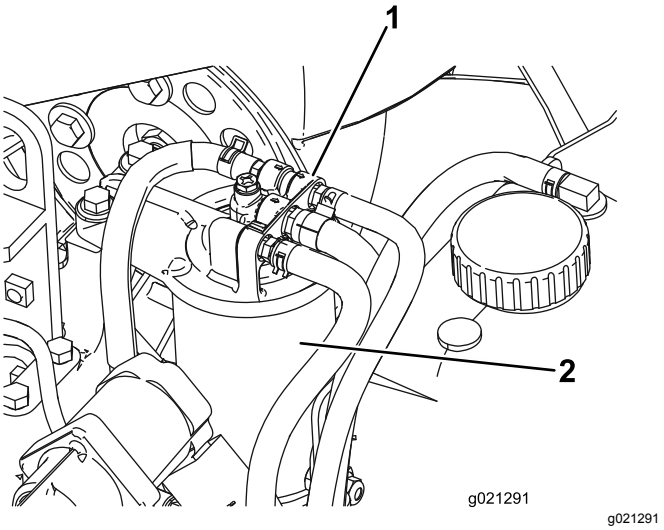

**Figuur 59**
1. Maak de omgeving van de kop van het brandstoffilter schoon (Figuur 59).
2. Verwijder het filter en reinig het filterkopplaatsingsoppervlak (Figuur 59).